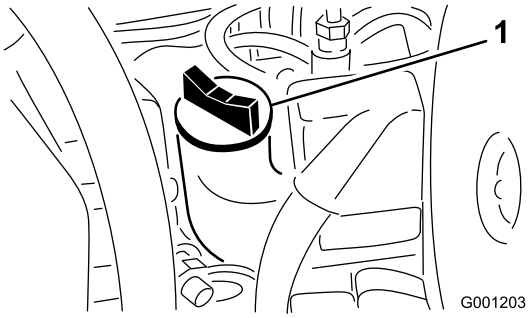

**Figur 22**
3. Hvis olieniveauet er under FULL-mærket, skal du fjerne påfyldningsdækslet (Figur 22) og fylde olie på, indtil niveauet når FULL-mærket. **Fyld ikke for meget på.**.